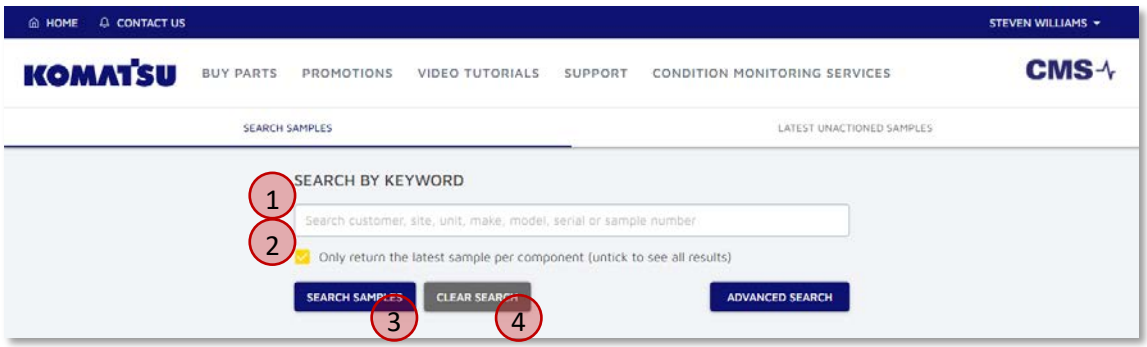

Figure 2.2 Simple Search Page
Simple search is the default selection for our search when you visit the myKomatsu CMS website. Figure 2.2 shows the simple search layout.
In order to search, we can type one or more keywords into the search box (① in Figure 2.2). Keywords available, including examples, are provided in Table 2.1.
The tick-box 'Only return the latest sample per component (untick to see all results)' (② in Figure 2.2) will default to ticked. This means that, if we have 10 fluid samples for a single unit's (machine's) engine, we will only be shown the latest sample for the engine. If we would like to view all historical oil sample results for this unit and component, untick this box.
Once we have entered our search criteria, click the **Search Samples** button (③ in Figure 2.2), or press ENTER on our keyboard.
If we need to clear our search criteria, click the **Clear Search** button (④ in Figure 2.2).